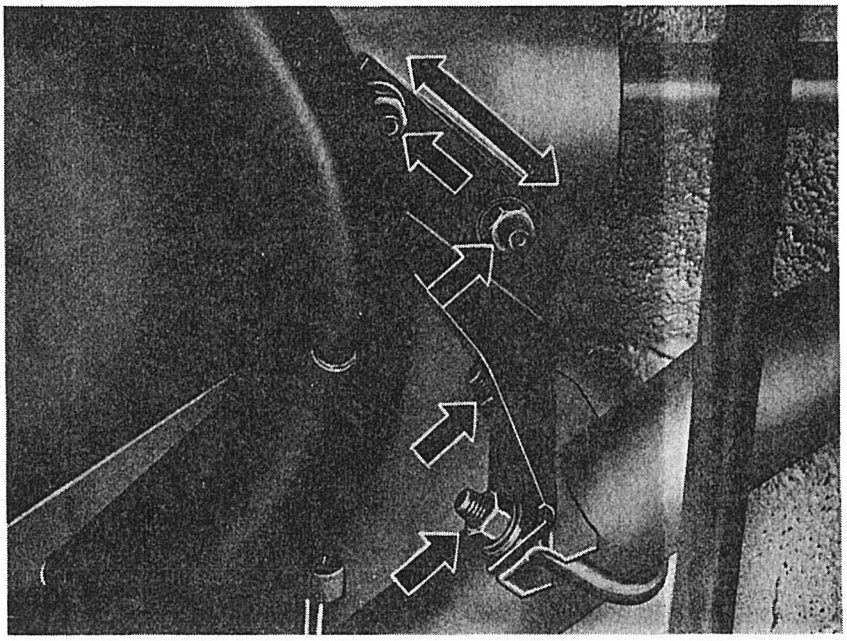

Afb. 2.7.2. Monteren van de uitlaatpijp
(4) Verschuif de steun (13) op het koppelingshuis zodanig dat de uitlaatpijp spanningsvrij gemonteerd wordt (zie afb. 2.7.2.). De moeren (14) moeten worden aangetrokken met een moment van 1,8 - 2 mkg.
(5) Draai de moeren (19) op de strop (6) vast.
(6) Plaats de knaldemper (22) onder het voertuig en zet vast met de rubber ringen (33) en met ophangrubber (25).
(7) Bevestig de knaldemper aan het voorste gedeelte van de uitlaatpijp met de klembeugel (10).
(8) Plaats de nademper (32) onder het voertuig en zet vast met de ophangrubbers (25).
(9) Bevestig de nademper aan de knaldemper met de klembeugel (37) en de moer (31).